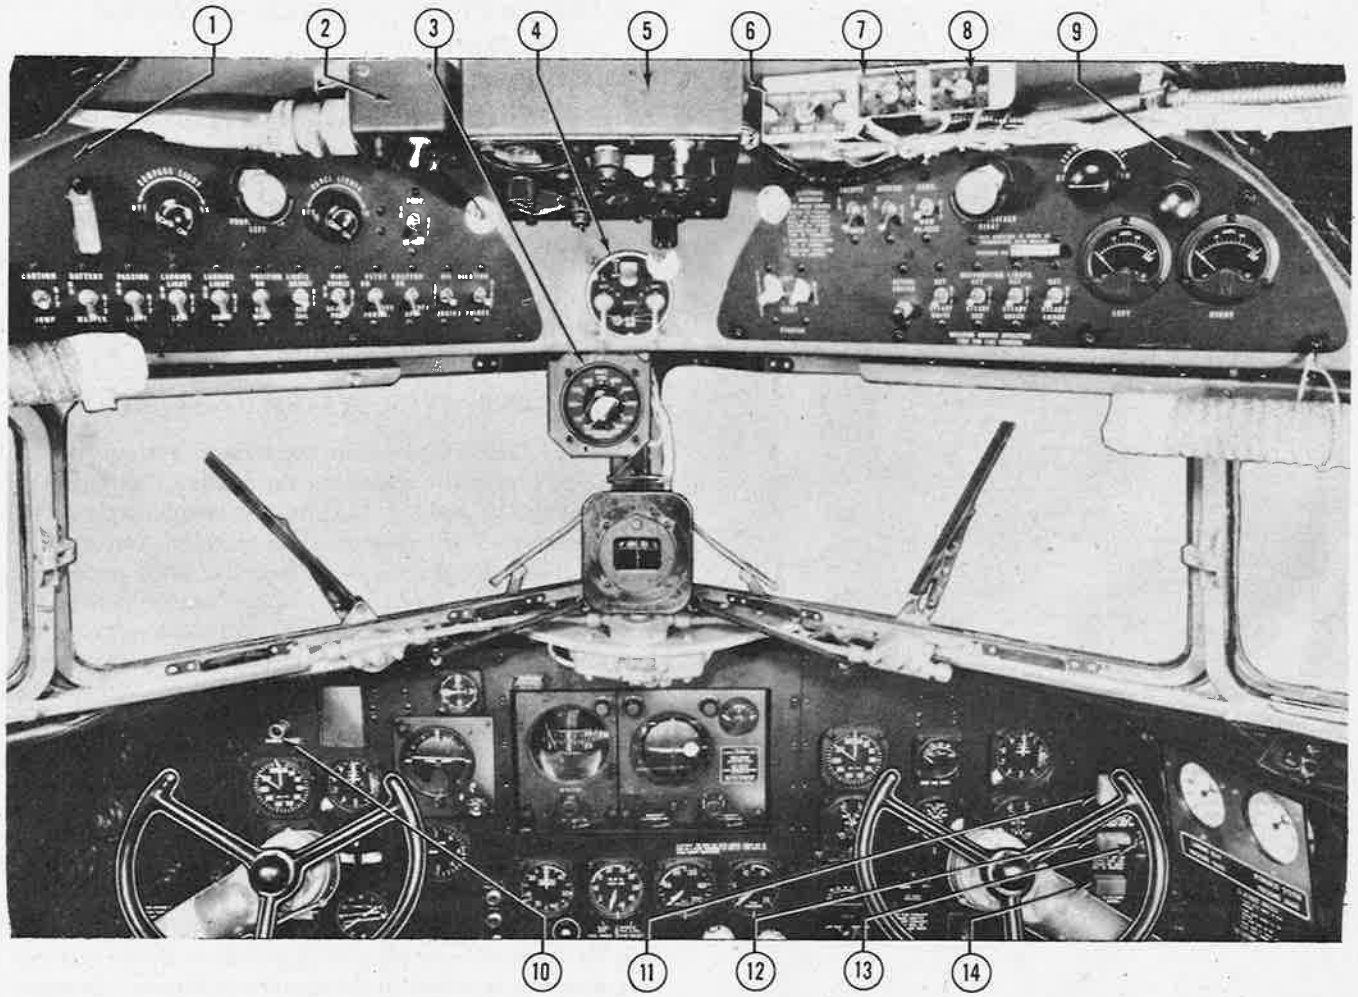

Figure 459—Electrical Panels, Pilots' Compartment (C-47A)
1. LEFT-HAND ELECTRICAL PANEL. — The left-hand electrical panel (1, figure 459) is mounted forward of the pilot's seat, above the left windshield. The panel contains the following units: the compass lamps rheostat, the panel lamps rheostat, the left propeller feathering switch, the battery master switch, the two landing lamp switches (left and right), the two position lamp switches (wing and tail), the passing lamp switch, the propeller de-icer switch, the pitot heater switches (forward and aft), the oil dilution and engine primer switches (left and right), the guarded bail-out (alarm bell) switch, the guarded parapack salvo switch, the paratroop warning lamp switch, and the compass lamps resistor (on the back of the panel). On some airplanes, the windshield de-icer pump switch is also mounted on this panel.
2. RIGHT-HAND ELECTRICAL PANEL.— The right-hand electrical panel (9, figure 459) is mounted forward of the copilot's seat, above the right windshield. The panel contains the following units: the two ammeters (left and right), the right propeller feathering switch, the two starter switches (energize-left and right, mesh-left and right), the starter instruction plate, the ammeter lamp, the recognition lamp switches, the cockpit lamps switch, the carburetor de-icer switch, and the position lamps resistor (on the back